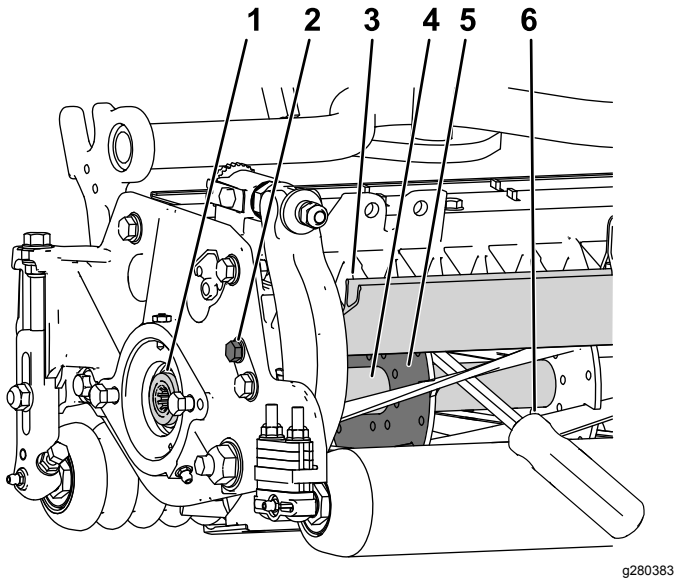

Figur 31
1. Lossa på skyddsskruven på klippenhetens vänstra sida och höj upp det bakre skyddet (Figur 31).
2. För in en bändstång med långt handtag (vi rekommenderar storleken ⅜ x 12 tum med ett skruvmejselhandtag) genom klippcylinderns baksida närmast sidan på den klippenhet som du ska dra åt (Figur 31).
3. Placera bändstången mot cylinderstödplattans svetsade sida (Figur 31).